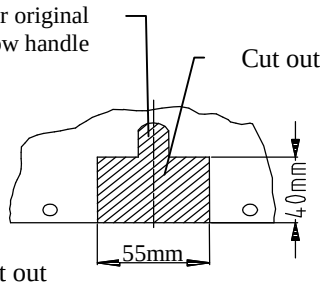

Fig.4
8. Reassemble the plastic cover (early cut out his fragment – see fig. 4).
9. Through towbar holes (pos. C) and original tow handle fix using bolt Ml0x75mm (pos. 7) and truncate washers (pos. 8).
10. Fix tow-ball (pos. 2) and socket plate (pos. 3) by bolts M12x75mm (pos. 5) from accessories.